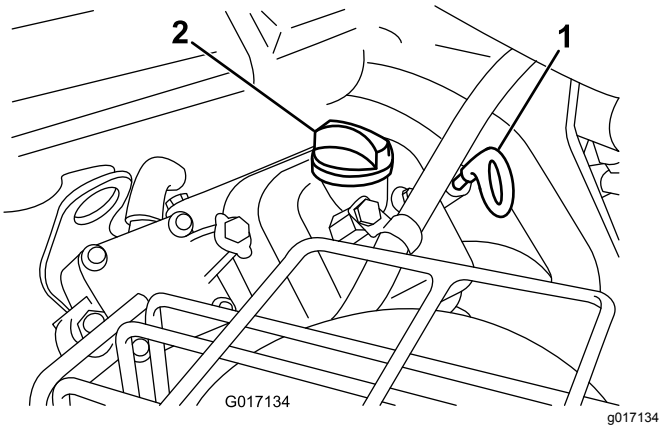

Figuur 41
3. Steek de peilstok in de peilstokbuis en schroef de stok in de buis (Figuur 41).